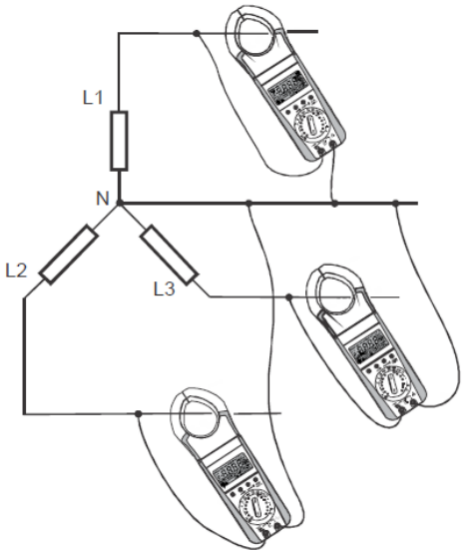

Fig. 11.1.2 · 3P4W
11.1 Osymmetrisk last med en tång. 1. Välj un.bL och tryck på den gula tangenten. 2. Displayen visar L1-n och I-1. Anslut L1 enligt steg 1 i fig. 11.1.2. 3. Tryck på den gula funktionstangenten. Displayen visar skenbar effekt och PF för L1.